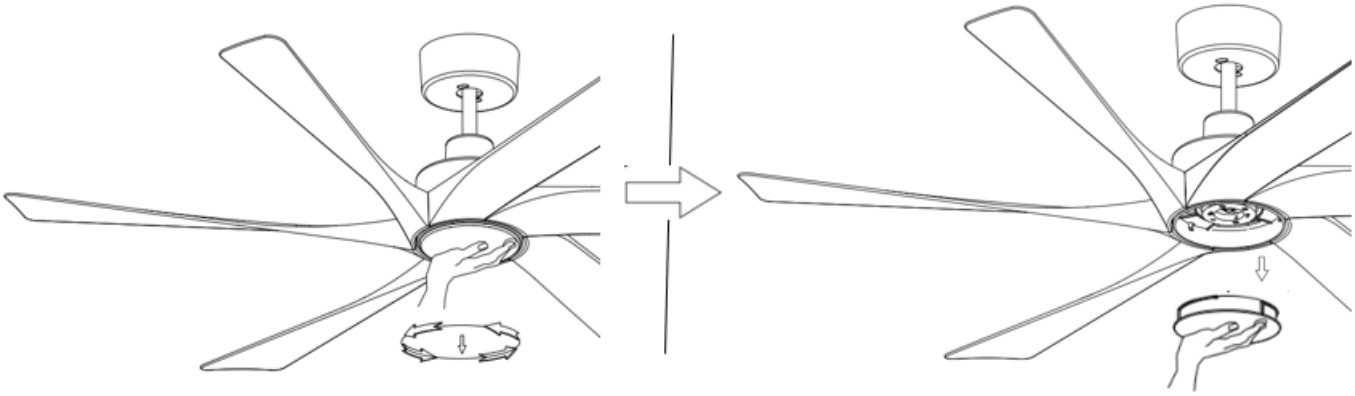

Fig. 9
- If a lamp (not included, sold separately) is required, remove the bottom cover from the fan assembly by turning counterclockwise. (Fig.9)